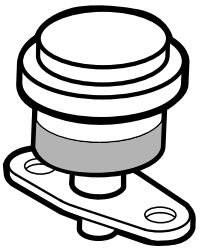

Figuur 50
Geef het primaire luchtfilter uitsluitend een onderhoudsbeurt als de onderhoudsindicator (Figuur 50) dit aangeeft. Als u het luchtfilter vervangt voordat dit nodig is, wordt alleen maar de kans vergroot dat er vuil in de motor komt als het filter wordt verwijderd.
1. Controleer de blokkage-indicator van het filter. Als de indicator rood is, moet het filter vervangen worden (Figuur 50).